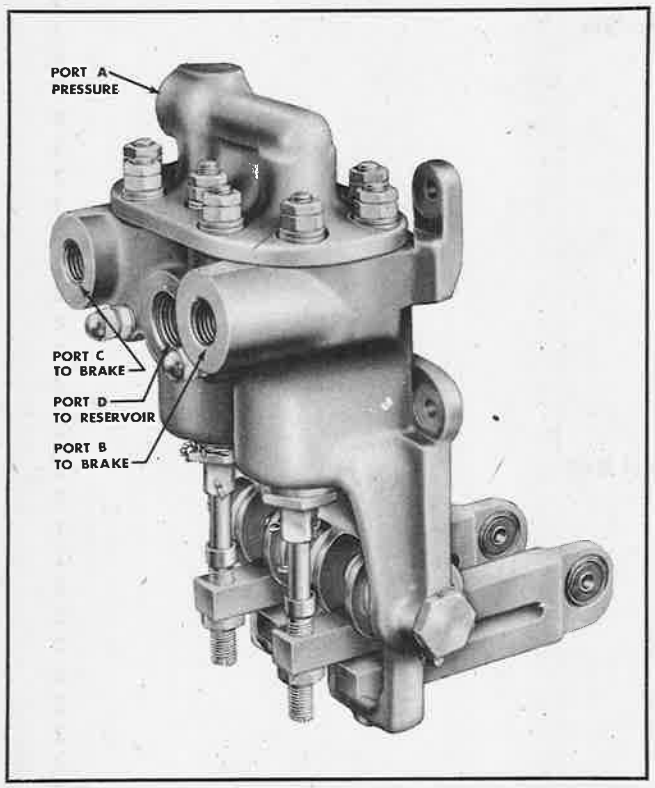

Figure 409—Brake Control Valve Test Connections
(e) TESTS BEFORE INSTALLATION.—Refer to figure 409 for fluid leak tests of the brake control valve.
5. When repairs have been completed, assemble the valve in accordance with preceding instructions. Refer to figure 409 for fluid leak tests of the brake control valve.
KEY TO FIGURE 409